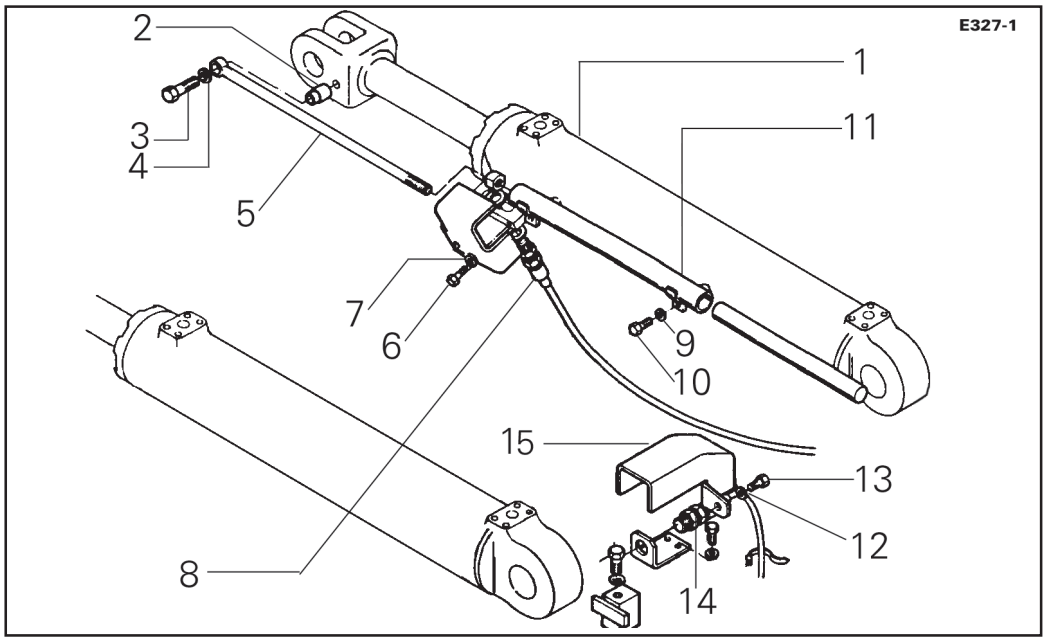

Fig. 34
Passo 2 - fig.34:
Passo 3 - fig.34: Solte os parafusos (3) e (10) e as arruelas (4) e (9) e remova o suporte (11), a haste (5) e o sensor (8) como um conjunto, do cilindro (1).
Passo 9: Instale os calços (9) e (10), se houver. Instale o pino (8), a arruela (7) e o contrapino (6).
Passo 10: Alinhe e instale o pino de articulação (5) no garfo do cilindro.
Passo 11: Instale os calços (3) se houver, as arruelas (2) e os parafusos (1) da placa (4) do garfo do cilindro.
Passo 12: Instale a barra atuadora do Retorno à Escavação e o conjunto do sensor de proximidade (8 - fig.34). Conecte o conector do sensor de proximidade ao conector do chicote elétrico. Este passo se aplica somente ao cilindro da caçamba do lado direito. Instale e conecte o sensor de proximidade (14 - fig.34)